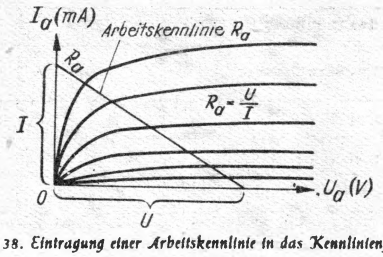

Bild 38. Eintragung einer Arbeitskennlinie in das Kennlinienfeld
1. Widerstände im Anodenkreis werden darin durch gerade Linien dargestellt. Der gradlinige Teil der Kennlinien selbst ist ein Maß für den inneren Röhrenwiderstand R_i. Außenwiderstände R_a werden durch Linien nach Bild 38 dargestellt. Sie heißen Arbeiskennlinien, weil sich an ihnen der Verstärkungsvorgang erklären läßt. Allgemein gilt: